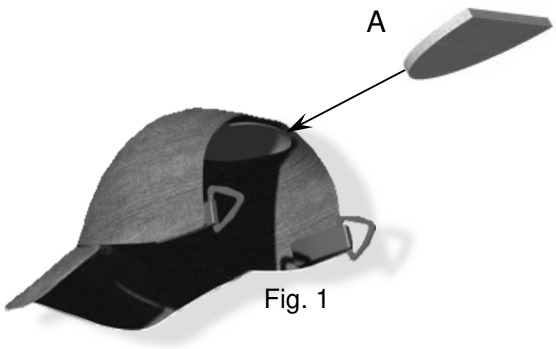

Fig. 1
In einer Tasche mit Klettverschluss im Inneren der Kappe befinden sich zwei vorgeformte Schaumstoffteile (A). Nehmen Sie eines der oder beide Schaumstoffteile heraus oder setzen Sie sie ein. (Fig. 1) Durch das Einsetzen oder Entfernen eines Schaumstoffteils wird die Position der Kappe auf dem Kopf höher bzw. niedriger.